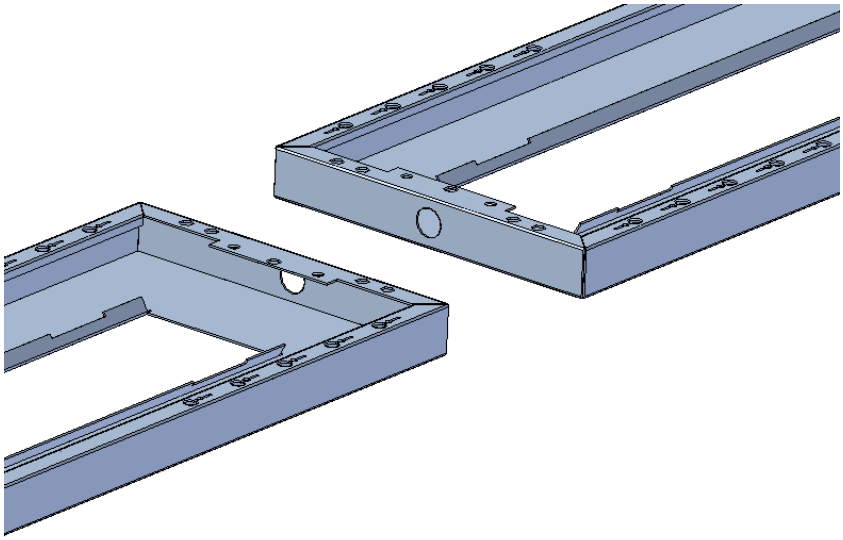

Fig. 13
*1. Make a 15 mm diameter through hole on the case to allow the passage of the wiring cables from one TOUCH to the other (Figure 13).*